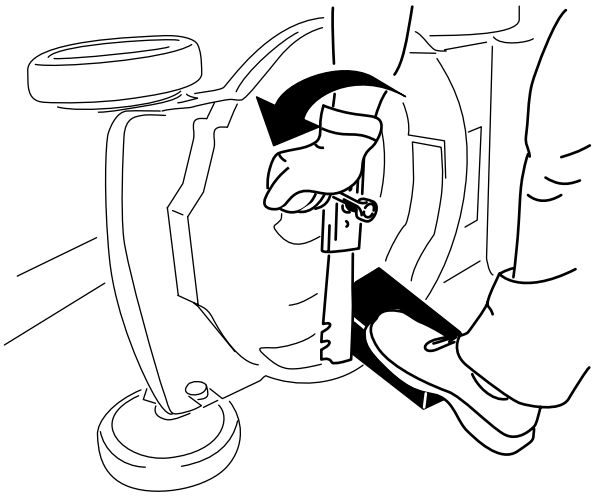

Figur 25
3. Håll kniven stilla med hjälp av en träkloss (Figur 25).
4. Ta bort kniven och spara alla monteringsdelar (Figur 25).